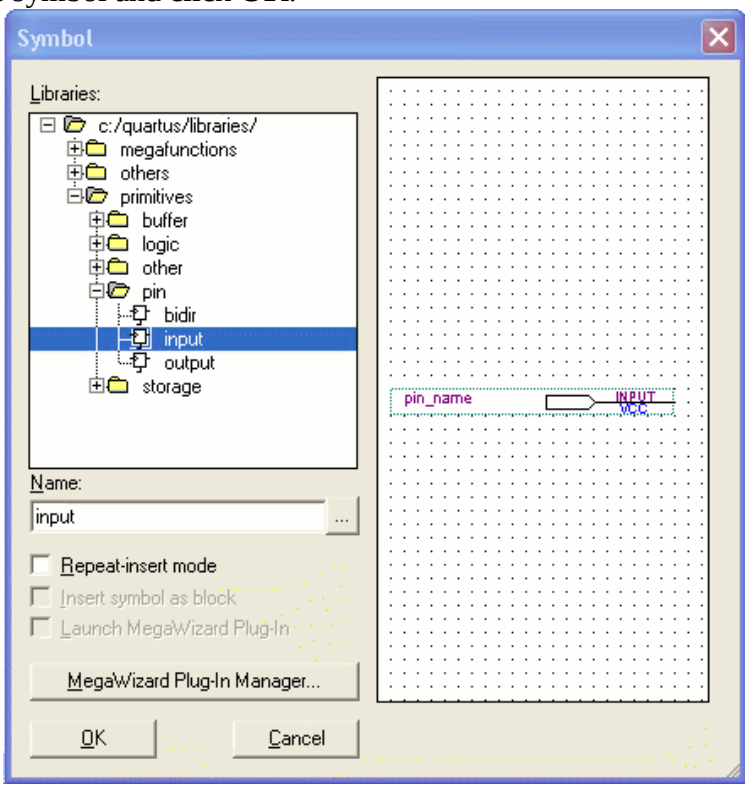

Figure 10
e. Next to the **Name Box**, click on the **…** button. See Figure 10 below.